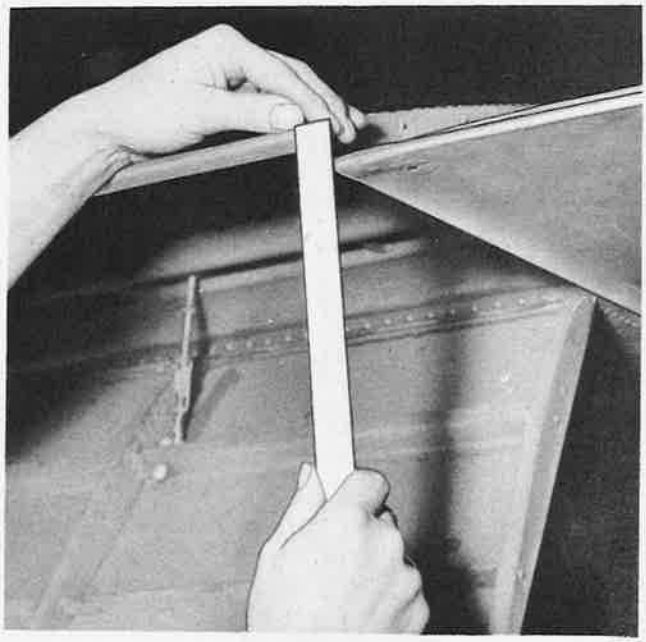

Figure 339—Aileron Droop Measurement
(4) Reconnect the inboard actuating rod.
(5) Check the aileron for the neutral or "droop" position. (See figure 339.) This must be ⅞ inch ± ⅛ inch below the trailing edge of the wing, measured at the inboard tip of the aileron. If adjustment is necessary, lengthen or shorten the inboard bell-crank actuating rod. One complete turn of the rod raises or lowers the aileron one-fourth of an inch.